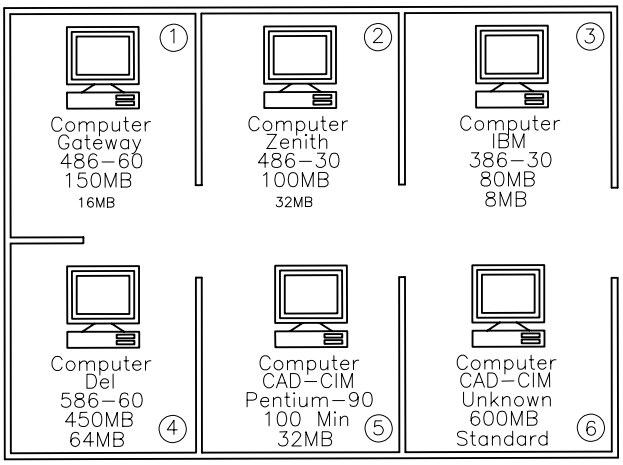

Figure 17-12 *The floor plan after inserting blocks and defining their attributes*
3. Similarly you can insert other blocks and define their attribute values, as shown in Figure 17-12.